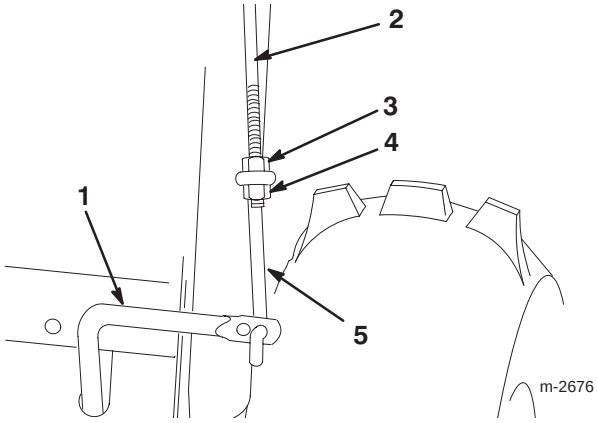

Figur 12
2. Stikk det nederste forbindelsesleddet gjennom det ytterste hullet i det nederste kontrollstaget, som illustrert i figur 12.